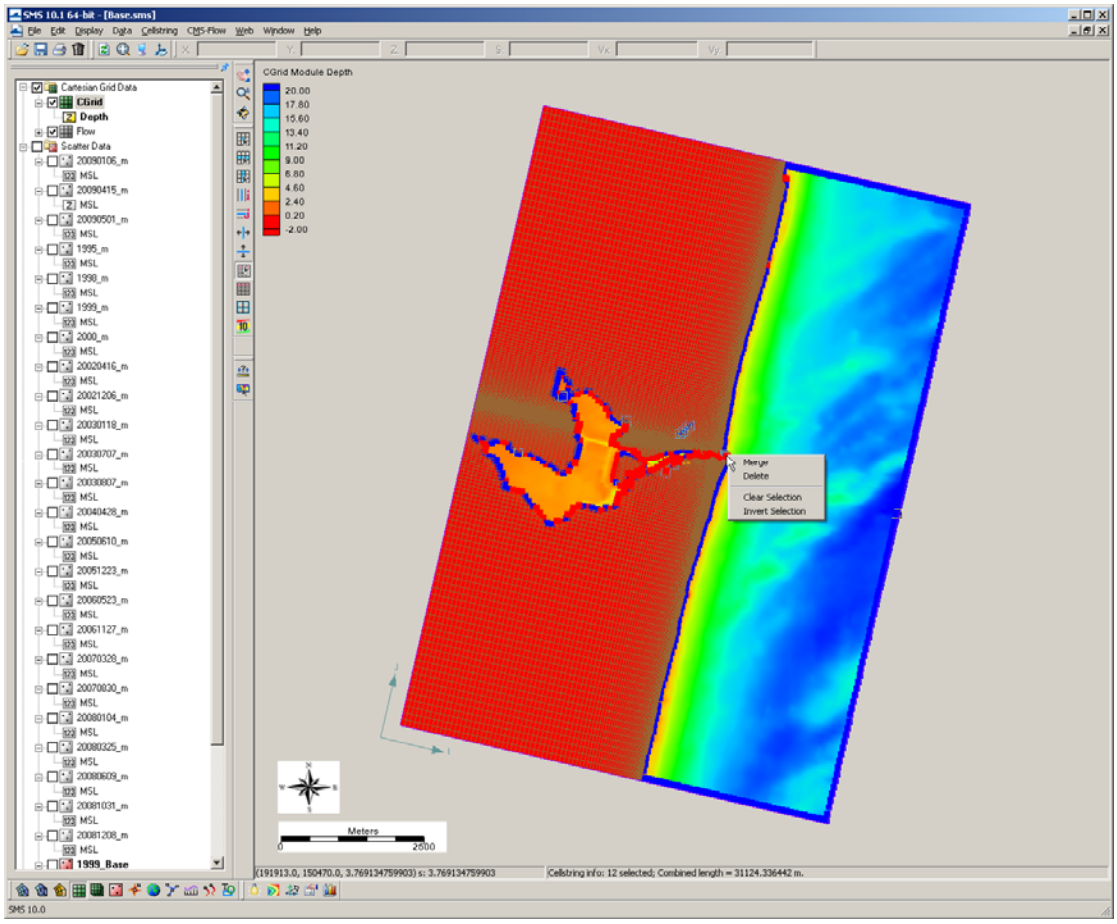

Figure 10. Several cellstrings selected with rt-click drop menu.
7. Select the *Select Cellstring* button and drag over the bay side of the grid to highlight the cellstrings generated there, and click delete (Figure 10),